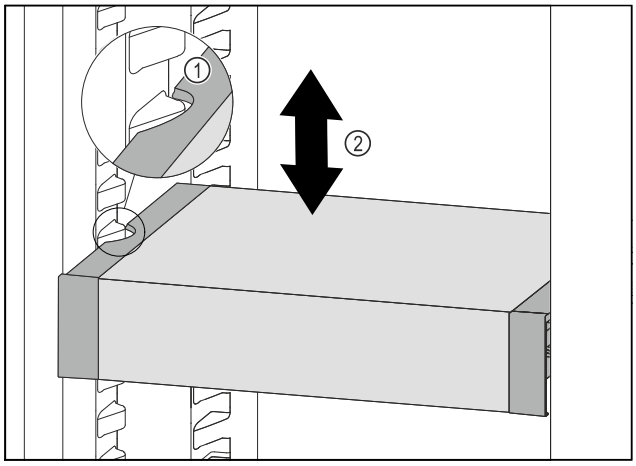

Fig. 209
▶ Pull VarioSafe forwards until the recesses in the side of the VarioSafe are at the level of the support rib in the refrigerator compartment. *Fig. 209 (1)*
▶ Move VarioSafe up or down in the refrigerator compartment until the desired height is reached. *Fig. 209 (2)*